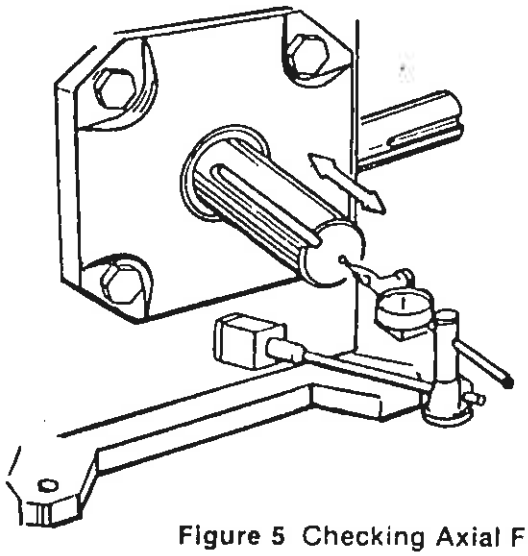

Figure 5 Checking Axial Float
C. Moving the shaft back and forth by hand, check axial float with dial indicator as shown in Figure 5. Axial float must be .0005-.003 with .0005 being the absolute minimum. Do not preload bearings. If the axial float is not as specified add or subtract required shims under end cover.